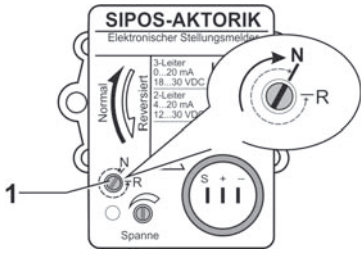

Fig. 10 : Réglage en mode normal
Le régulateur de mode (fig. 10, pos. 1) est livré en position « N ».
Le régulateur de mode (fig. 10, pos. 1) doit toujours se trouver dans une position finale, autrement le fonctionnement de l'organe de répétition est perturbé (les valeurs initiale et finale ne peuvent pas être réglées). Tourner la vis avec précaution pour éviter d'endommager la butée en position finale.